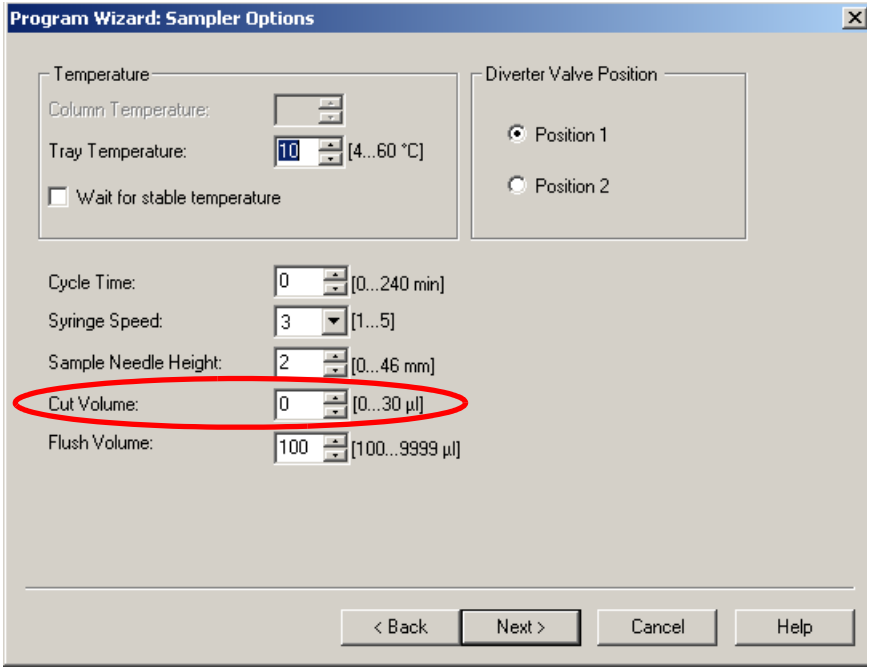

Figure 3-17. Program Wizard: Specifying the Cut Volume
3. Enter the cut volume in the Chromeleon or Chromeleon Xpress program (see Figure 3-17) or on the **SYSTEM PARAMETERS** screen (see Section C.6.5).